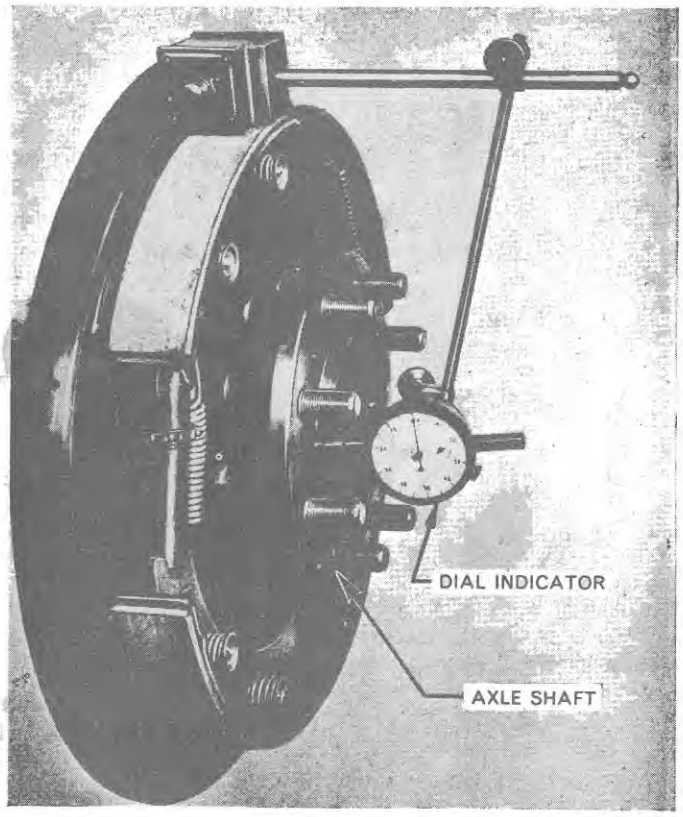

Figure 16
b. Place a dial indicator on the opposite brake backing plate, Figure 16. Pull out the opposite axle (axle on which the indicator is set) to be sure the cone and roller assembly is seated. Adjust the indicator gauge to zero and push the axle inward. The reading obtained on the indicator should be between ·004 to ·012 in. (·102 to ·305 mm). If the end play is not within the prescribed limits, remove shims to decrease or add shims to increase the end play. When the proper end play has been obtained, tighten the retainer nuts to the specified torque.